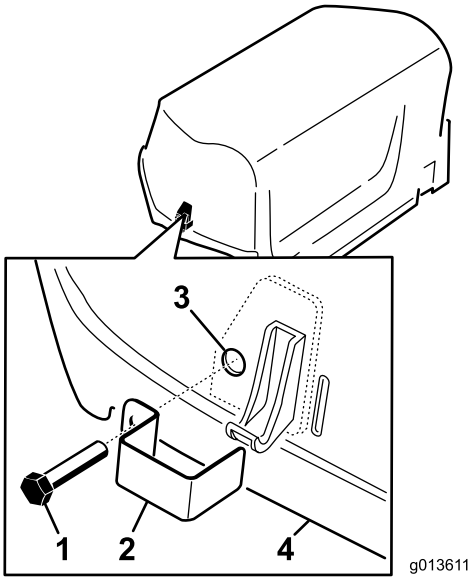

**Figuur 7**
1. Bevestig een sluitvergrendeling over de linker- en rechtermotorkapvergrendelingen met een tapbout (twee in totaal) (Figuur 7).
2. Gebruik een tang of een verstelbare steeksleutel en draai een interne borgring op elke bout (1-2 schroefdraden) om de bout te bevestigen (Figuur 7).